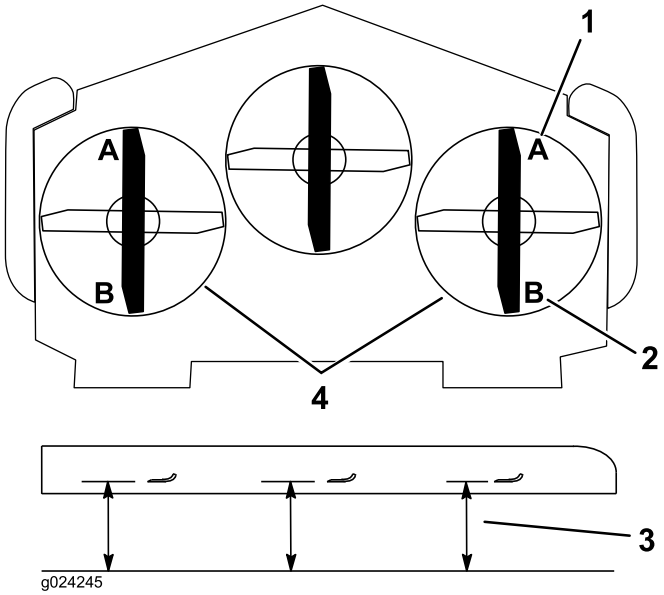

Figur 83
8. Mål fra den plane overflade til skæreknivens forreste spids på begge sider af skjoldet (position A) (Figur 83).
Bemærk: Afstanden skal være 76 mm, se Figur 83.
14. Mål fra den plane overflade til skæreknivens bageste spids på begge sider af skjoldet (position B). Afstanden skal være på 8,3 cm (Figur 83).